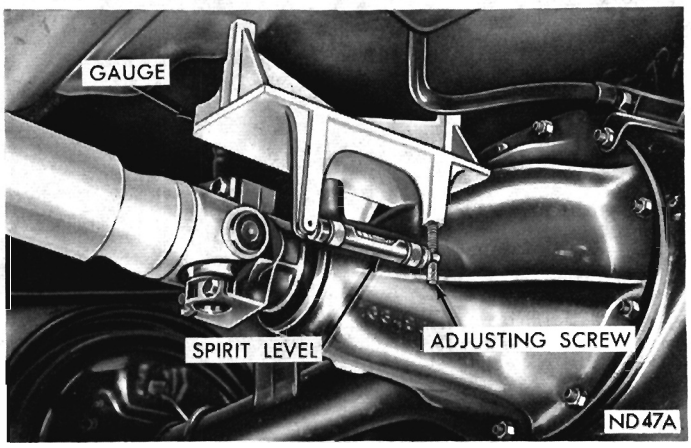
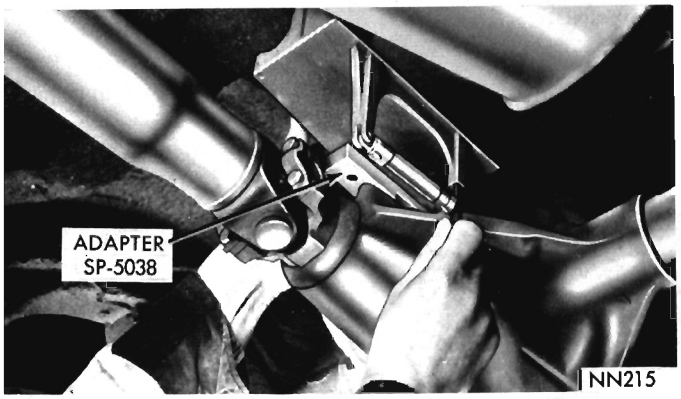
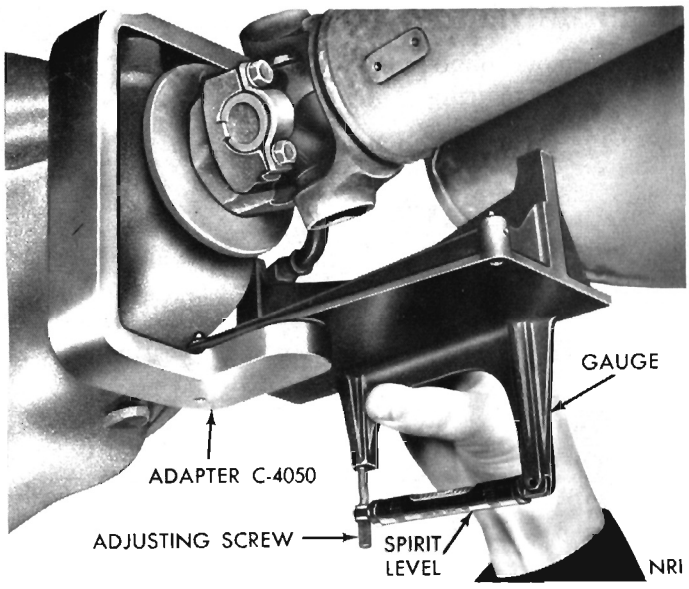

Fig. 8—Adjusting Gauge on Differential (Rear Joint Angle Reference)
Fig. 9—Adjusting Gauge on Differential Models with 7-1/4" Axle (Rear Joint Angle Reference)
Fig. 10—Adjusting Gauge on Differential Models with 9-1/4" or 9-3/4" Axle (Rear Joint Angle Reference)
(1) Remove pinion bumper plate from differential and carrier housing and position gauge SP-5060 on the machined pads with locating pin in rear bolt hole (Fig. 8). The arrow on gauge should point toward the front of car. On models equipped with 7-1/4 axle place propeller shaft alignment gauge adapter SP-5038 between the gauge and machined pads of the carrier (Fig. 9). On models equipped with 9-1/4" or 9-3/4" axle, position adapter C-4050 on machined pad of axle and install gauge (Fig. 10). The arrow on gauge should point toward front of car.